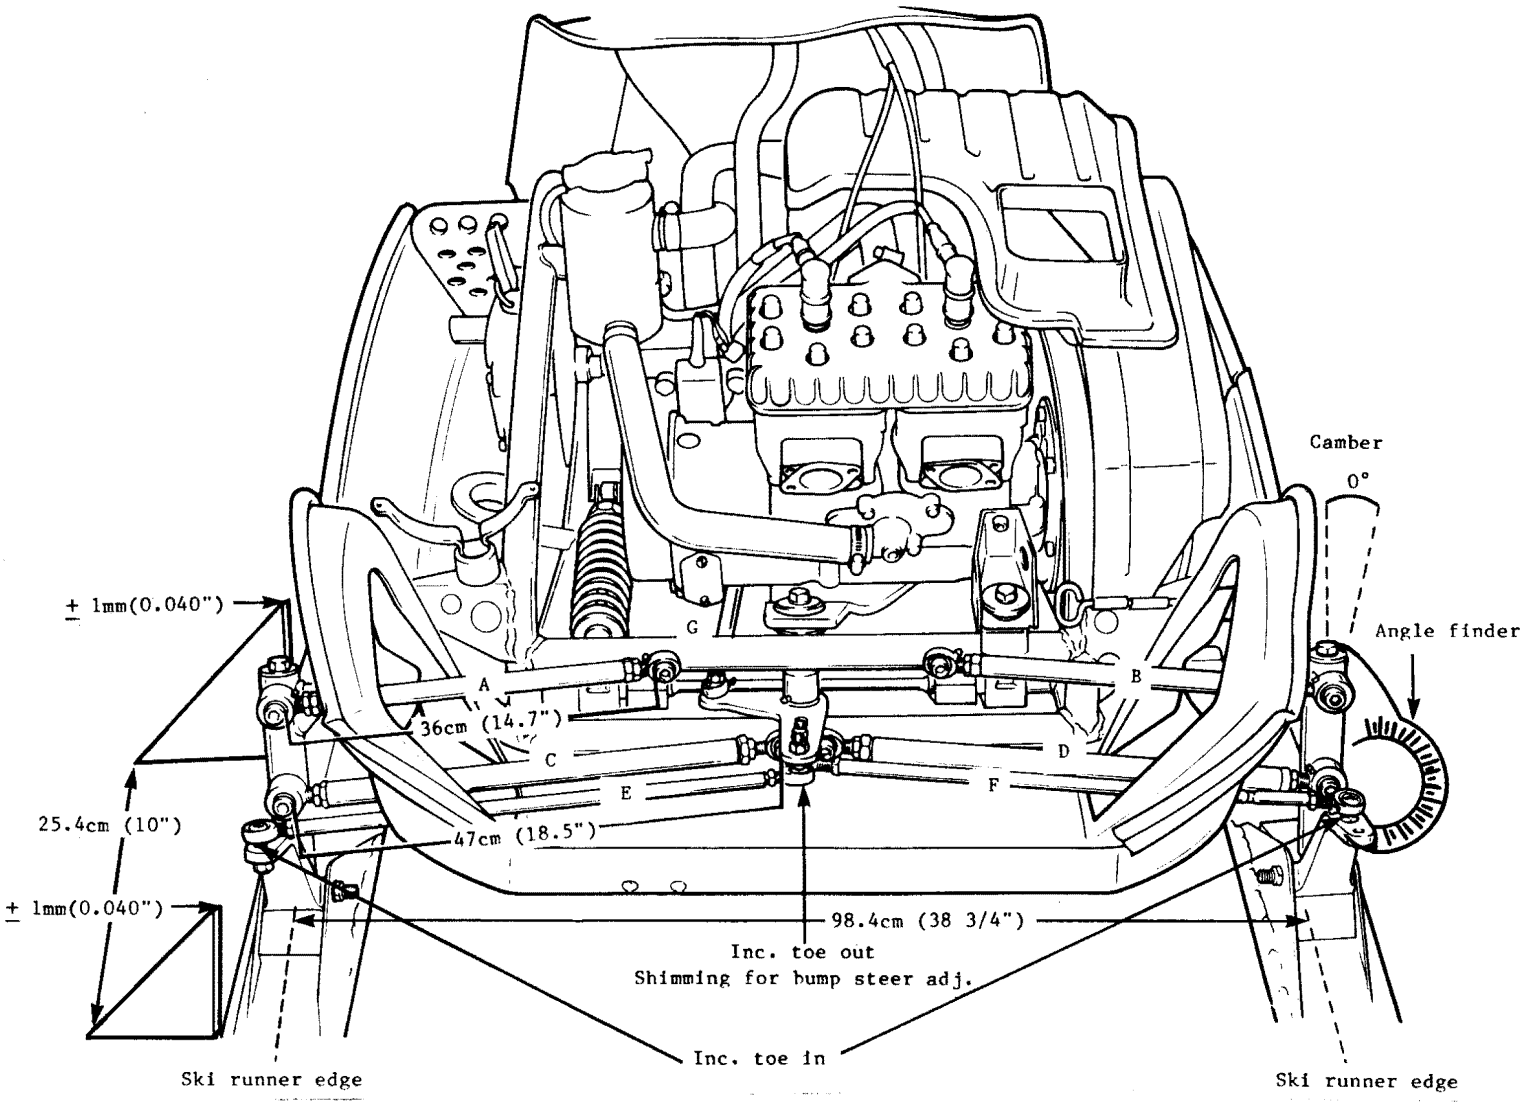

Fig. 7.14.1
A) As a starting point set tie rods length to (A-B) 36 cm (14.7") and (C-D) 47 cm (18.5") (measure taken at outside head retaining screws). See Fig. 7.14.1. To do so loosen the tie rods (A-B-C-D) lock nuts and turn rods manually to the basic setting. Finalize adjustment using the rods ensuring that the upper and lower rods length are equal on both sides.
B) Using an appropriate angle finder positioned on ski legs housing, check the ski leg's camber. Camber must be 0°. If not, adjust as per rod (A-B-C-D). See Fig. 7.14.1.
Loosen the lock nuts of the tie rods (E-F). See Fig. 7.14.1. Turn the tie rod manually until the skis are properly aligned. Firmly retighten the lock nuts.
Loosen the lock nuts of the tie rod (G). See Fig. 7.14.1. Turn the tie rod manually until the handlebar is horizontal. Retighten the lock nuts firmly.